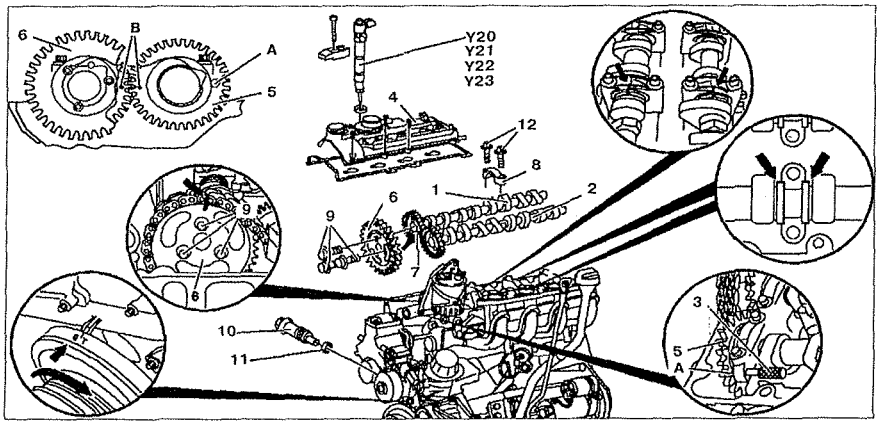

Рис. 5.20. Распределительные валы:
1. Снимите форсунки **Y20**, **Y21**, **Y22**, **Y23** (см.рис.5.20).